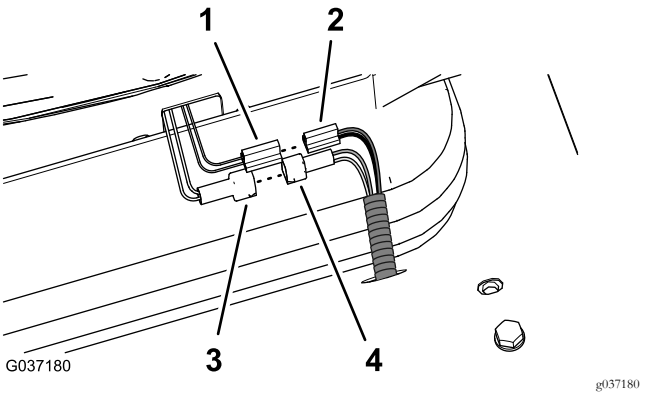

Figuur 24
7. Zoek achter de stoel de stekker met 2 pinnen voor de stoelschakelaar (gele en grijze draad) en koppel deze aan op de connector met 2 contacten van de relaiskabelboom (witte en zwarte draad); zie Figuur 24.
3. Sluit de stekker met 2 platte contacten voor de luchtvering van de stoel aan op de connector met 2 contacten (zwarte en rode draad) voor de kabelboom van 350 cm van de set; zie Figuur 24 van Het relais en de kabelboom aansluiten (model 02750) (bladz. 9).